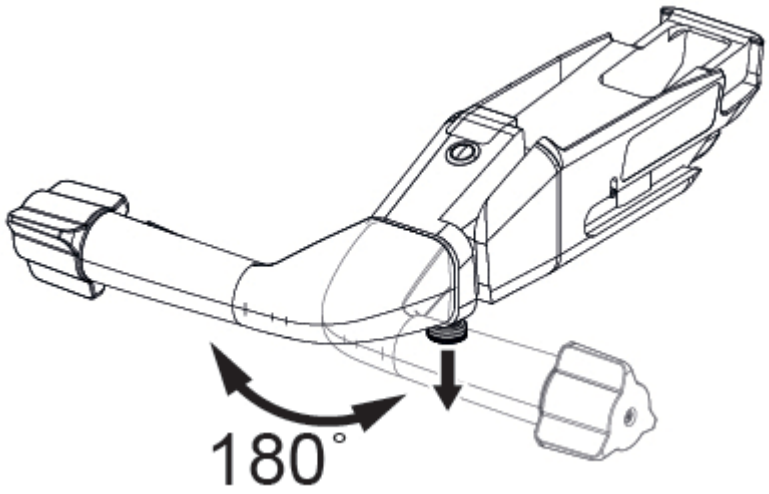

Figura 6-5. Modifica dell'orientamento della maniglia di trasferimento motorizzata
2. Per ruotare la maniglia di trasferimento motorizzata, tirare il fermo di posizione e ruotare la maniglia di trasferimento motorizzata nella posizione desiderata. Vedere *Figura 6-5*.